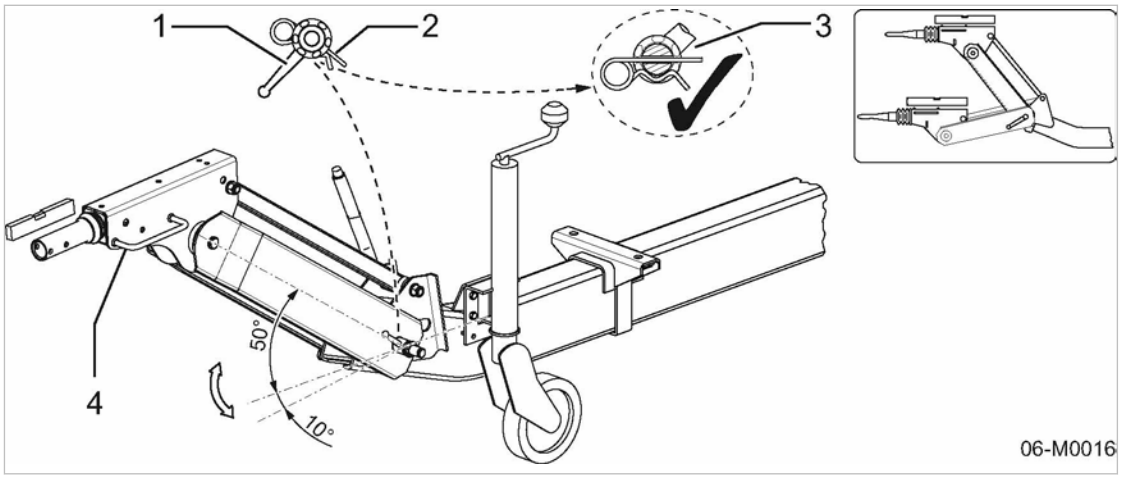

Fig. 23 Réglage en hauteur du dispositif d'attelage
Le réglage parallèle (bielle de commande) permet de maintenir l'attache à inertie en position horizontale; voir fig. 23.
- la goupille de sécurité de la manette de serrage est correctement fixée (voir fig. 23 ; repère 3).